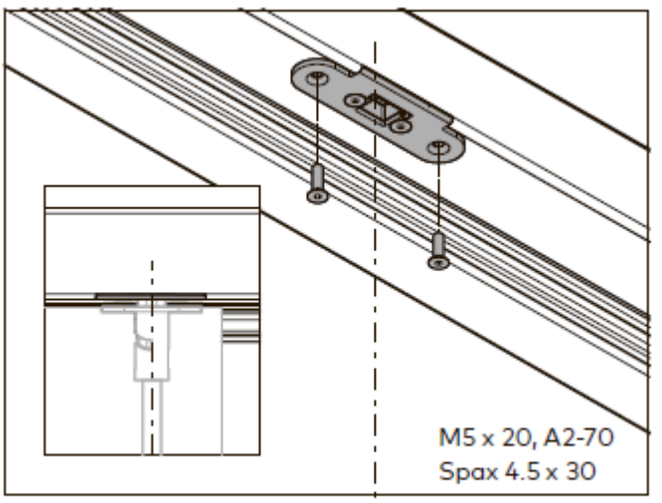

Рис. 53 Установка ответной планки для стержня
18. Установите в дверную рамку ответную планку для верхнего шпингалета (рис. 53).